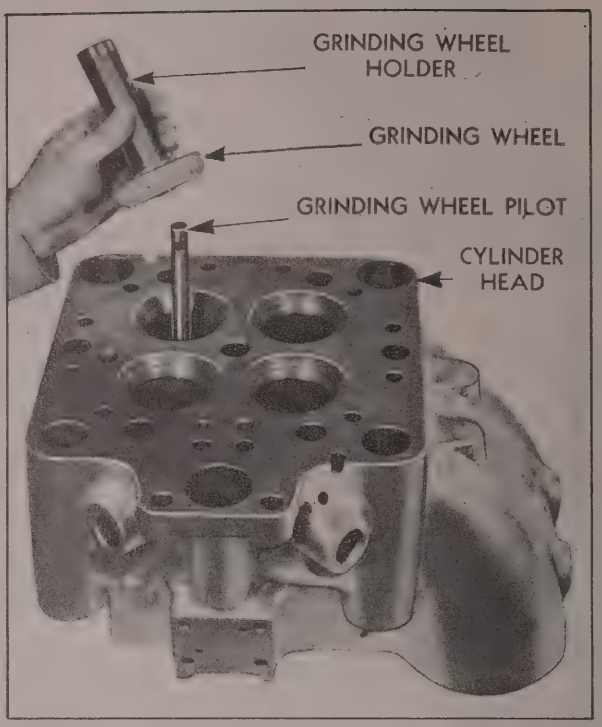

Fig. 9J
2. Place pilot stem in valve guide, see Fig. 9J. There are three sizes of pilots. Use largest size that will fit.
3. Slip seat grinding tool over pilot stem, see Fig. 9J. The angle of grinding tool should be checked and tool dressed before using. (See "Dressing Grinding Wheel.")